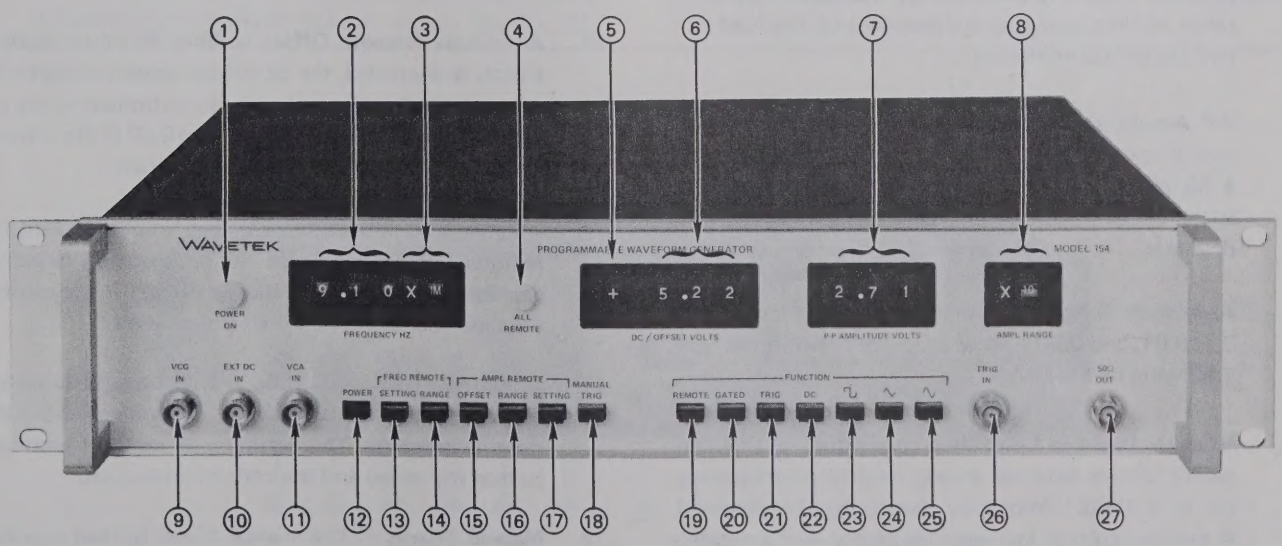
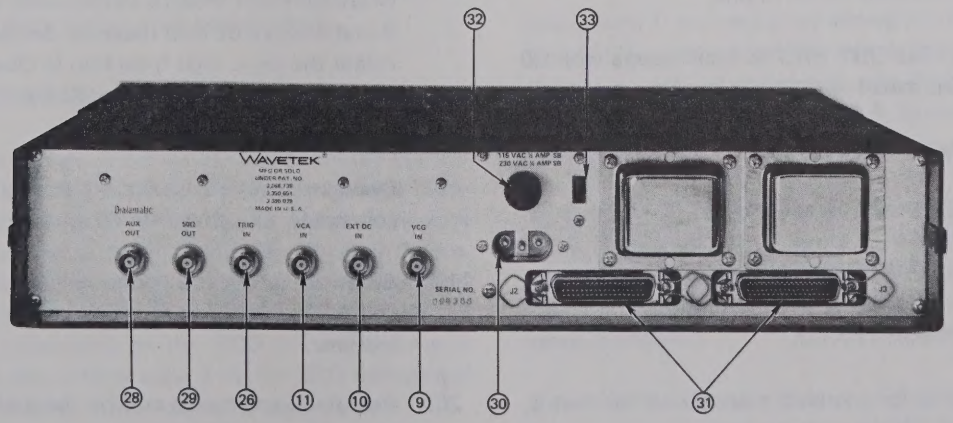

Figure 2-1. Operating Controls, Front Panel
Figure 2-2. Operating Controls, Rear Panel
The operating controls and electrical connections for the Model 154 are shown in Figures 2-1 and 2-2. Each of the following paragraph numbers corresponds to a number appearing in Figure 2-1, front panel, and Figure 2-2, rear panel.
2. **Frequency Hz Setting** – A three-digit thumbwheel switch is provided for output frequency selection. For the actual output frequency, this value is multiplied by the frequency Hz range multiplier (3).
3. **Frequency Hz Range Multiplier** – This thumbwheel switch has ten decade ranges from 1 millihertz to 1 megahertz. This value multiplied by the setting (2) gives the output frequency.
4. **All Remote Indicator** – When all the front panel remote push buttons are in (button Nos. 13, 14, 15, 16, 17 and 19, see Fig. 2-1), the indicator is illuminated. This means the generator is completely controlled by remote programming and independent of the front panel controls. In this condition a signal (> +3 Vdc) appears at pin 15 of plug J3 for computer notification.